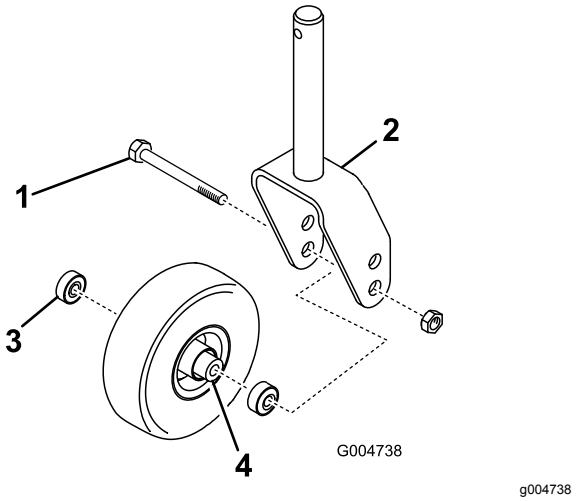
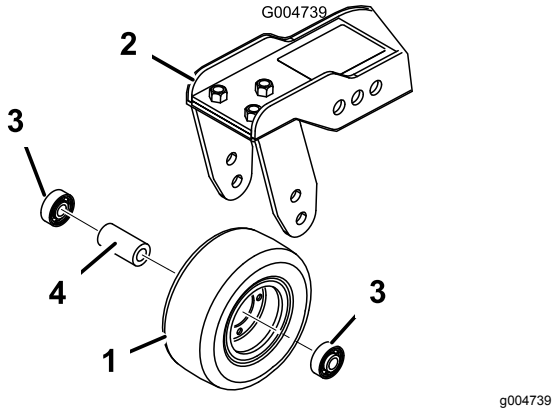

Figur 107
Figur 108
1. Fjern låsemutteren fra bolten som holder fast styrehjulet til styregaffelen (Figur 107) eller styresvingarmen (Figur 108).
2. Fjern lagrene fra hjulnavet og la lageravstandsstykket falle ut (Figur 107 og Figur 108).